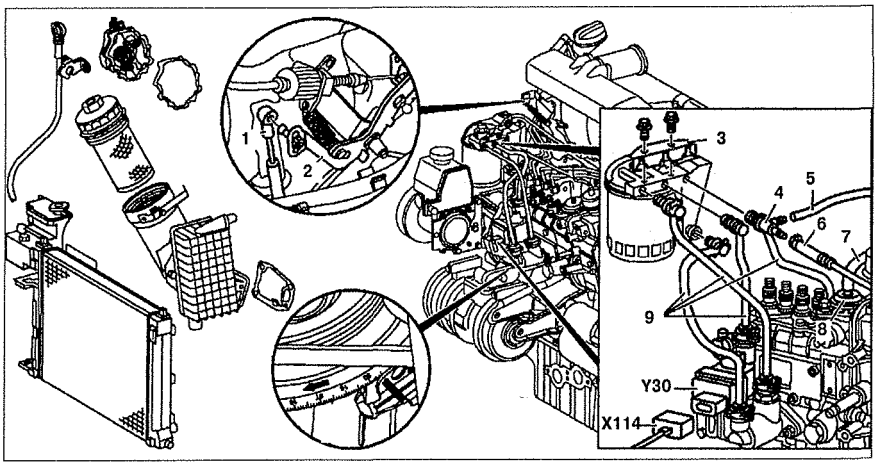

Рис. 4.63. Топливный насос высокого давления:
3. Отсоедините соединительную тягу **1** от рычага управления рейкой ТНВД **2** (см.рис.4.63).